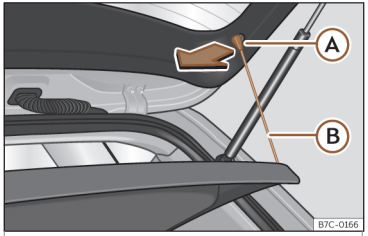

Abb. 111 Im Gepäckraum: Gepäckraumabdeckung aus- und einbauen.
- Hängen Sie die Haltebänder››› **Abb. 111** Ⓑ aus den Aufnahmen Ⓐ aus.
- Hängen Sie die Haltebänder››› **Abb. 111** Ⓑ an der Heckklappe ein.